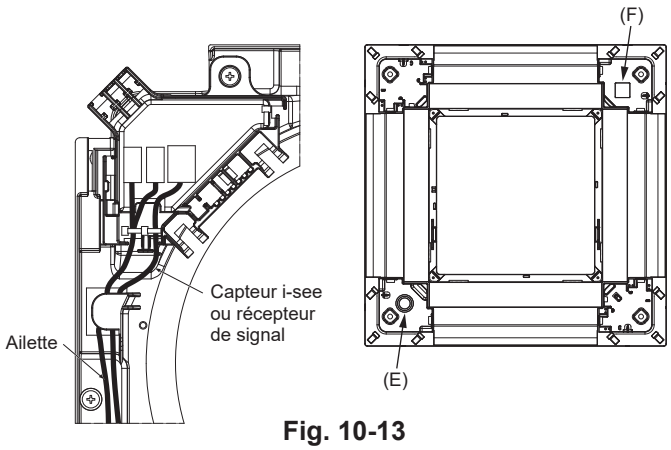

Fig. 10-13
- **Faites passer les fils du Capteur i-see et du récepteur de signal comme illustré dans la Fig. 10-13.**